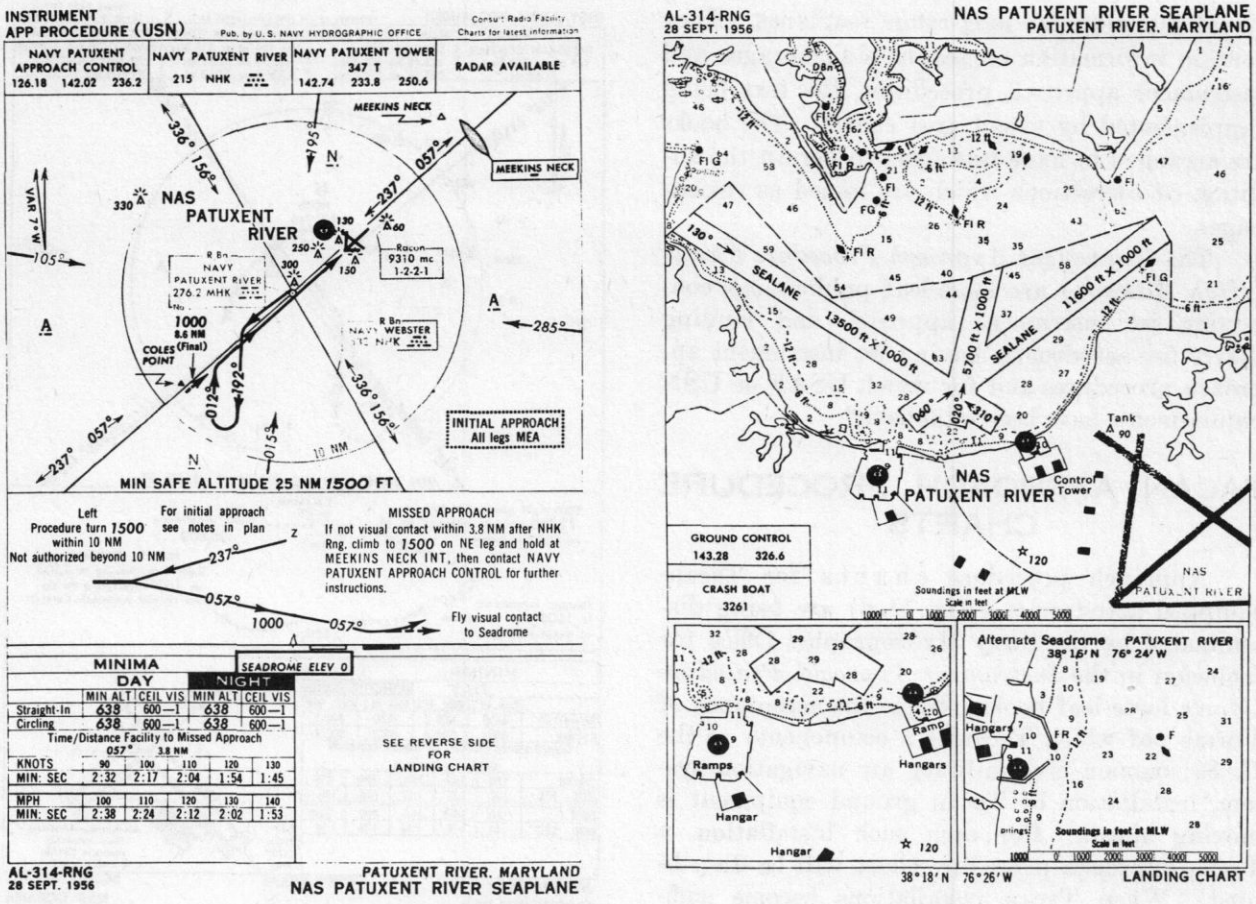

Figure 11–4. Instrument-Visual Approach Procedure Chart for seaplanes
3. High-altitude aircraft (formerly designated *jet*) (Fig. 11–5).